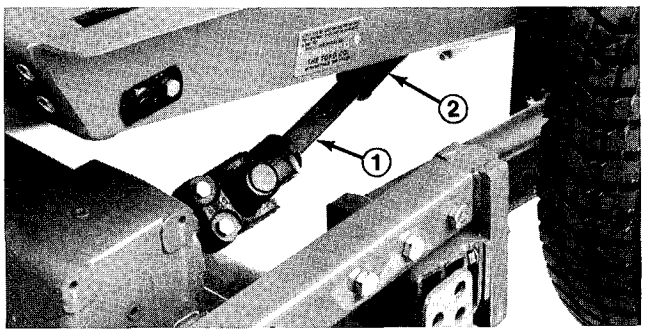

Figure 20
3. Lower cutting unit, remove pins (4) from height-of-cut brackets.
5. Stop engine and slide cutting unit away from traction unit and frame separating male and female section of PTO shaft (Fig. 20).